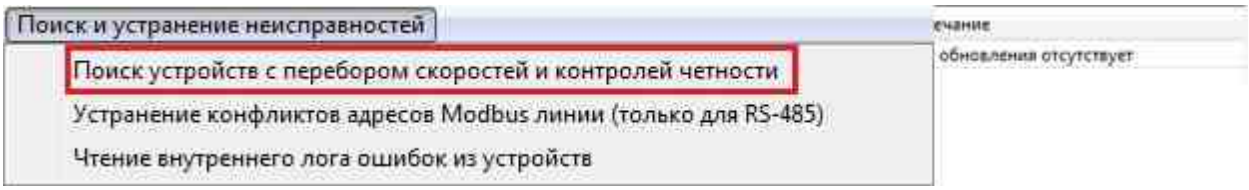

Рис.4.2 Опция «Поиск устройств с перебором скоростей и контролей чётности»
1. В таблице подключенных устройств выделить преобразователь интерфейса, к которому подключены цифровые датчики с неопределенными параметрами «Скорость обмена» и «Контроль чётности» (*Рис.4.2*).
1. В таблице подключенных устройств выделить преобразователь интерфейса, к которому подключены цифровые датчики (*Рис.4.2*).